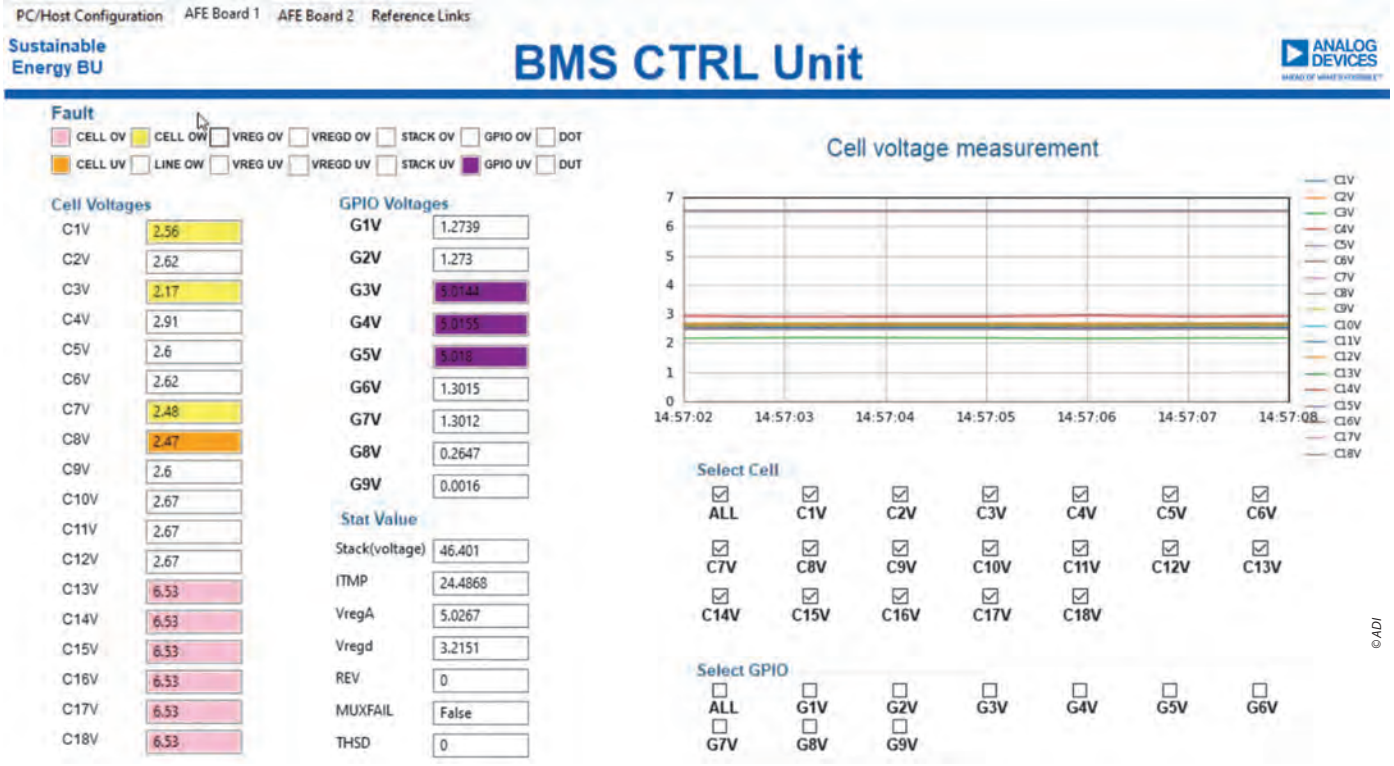

Figura 5 *Tab-urile de măsurare BMS.*
2. **Tab-ul/tab-urile "BMS"** – ilustrate în figura 5 – afișează măsurătorile procesate de ESCU pentru fiecare AFE conectat, tensiunile celulelor și ale pinilor GPIO, starea și valorile de eroare furnizate de placa AFE. Tensiunea celulei este, de asemenea, reprezentată grafic și trasată în timp real.